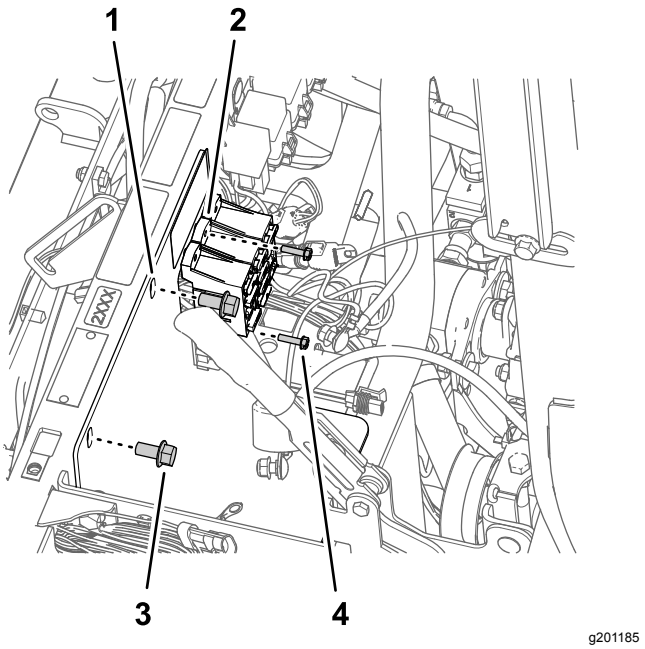

Figur 170
3. Afmonter de bolte (10-24 x 3/4 tomme) og møtrikker (10-24), der fastgør sikringsblokkene til batteribeslaget (Figur 170).
4. Afmonter de 2 flangehovedbolte (3/8 x 3/4 tomme), der fastgør batteribeslaget til maskinens stødstøtterør (Figur 170).